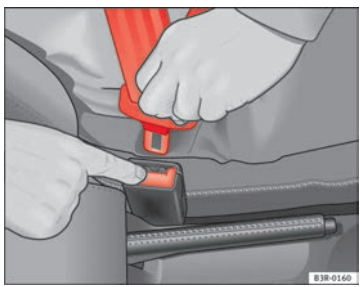

Fig. 17 Soltar a lingueta do fecho do cinto
– Pressionar o botão vermelho existente no fecho do cinto ⇒ Fig. 17. A lingueta solta-se para fora do fecho ⇒ ⚠.